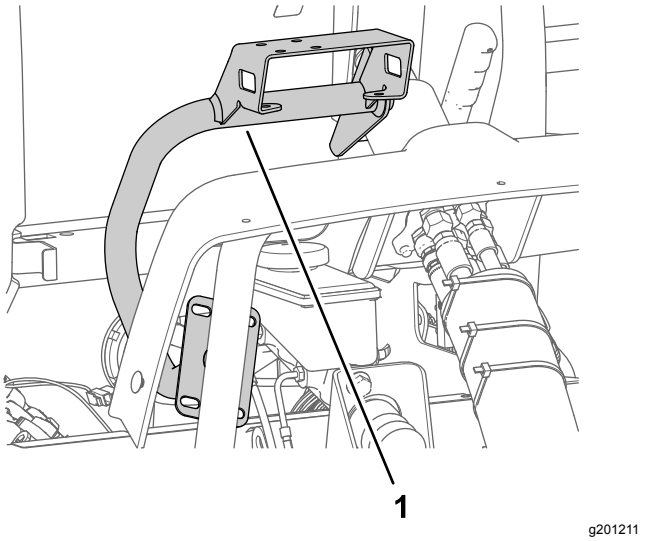

Rysunek 162
1. Umieść mocowanie monitora w maszynie w sposób pokazany na Rysunek 162.